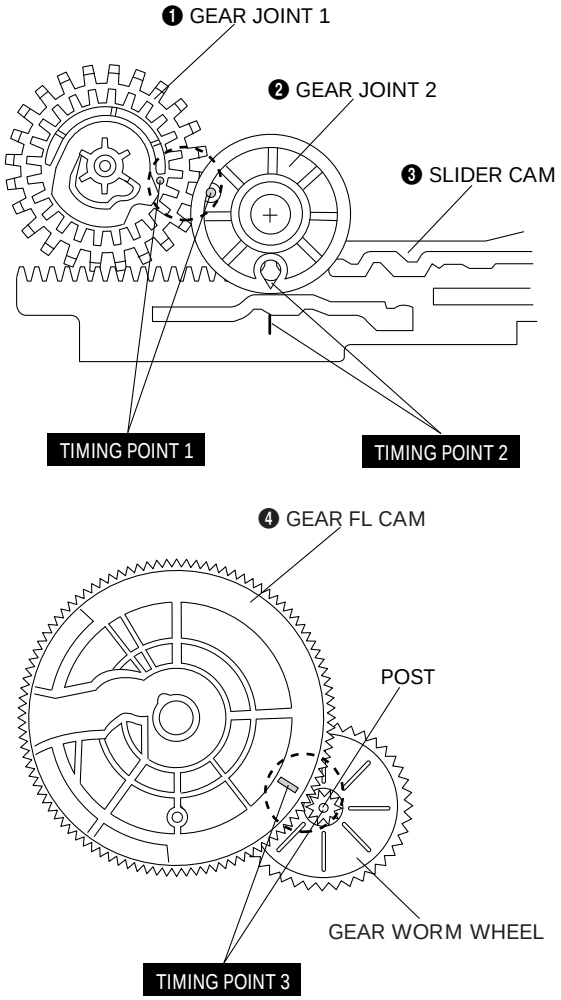

Fig. 1-10 Assembly of Gear FL Cam, Gear Joint 1,2
1) Be sure to align dot mark of Gear Joint 1 ❶ with dot mark of Gear Joint 2 ❷ as shown Fig. 1-10 (Refer to Timing Point 1), confirm the Timing Point 2 of the Gear Joint 2 ❷ and Slider Cam ❸.
2) Align the Gear FL Cam ❹ with the Gear Worm Wheel Post as shown detail drawing. (Refer to Timing Point 3)